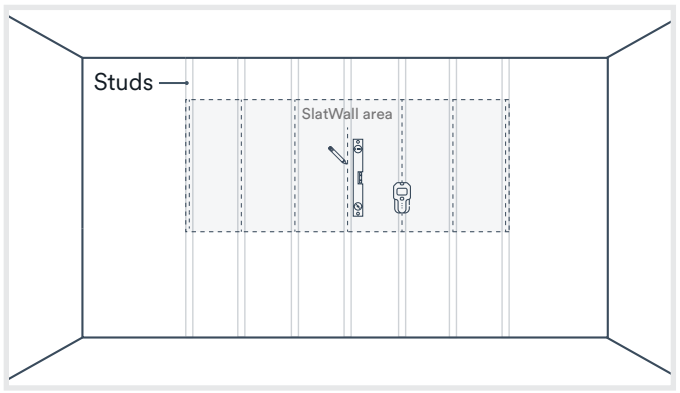
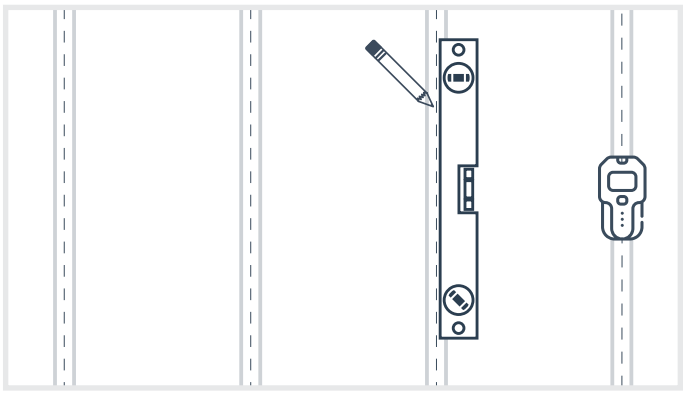

Fig. 19
Fig. 20
2. Inside the SlatWall installation area, locate and mark each wall stud using a stud finder (Fig. 19). Use a level and a pencil to mark each stud from the top to the bottom of your installation area, ensuring each line is plumb (Fig. 20).